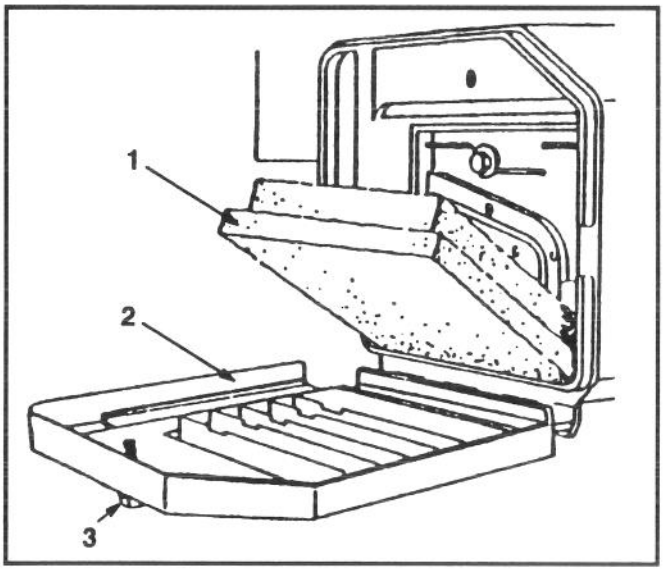

Afbeelding 16
2. Draai aan de knop waarmee het deksel van het luchtfilter op de motor is bevestigd totdat het deksel kan worden verwijderd (Afb. 16).
3. Verwijder het schuimfilter indien het vuil is uit de houder (Afb. 16). Filter grondig schoonmaken.